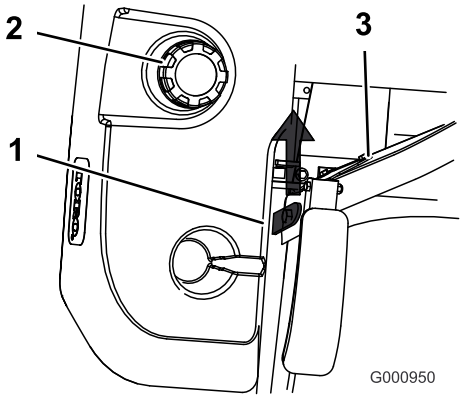

**Figur 30**
3. Höj upp sätet. Detta ger åtkomst till maskinen under sätet (Figur 30).